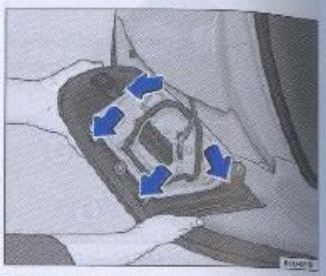

Fig. 147 Soporte de las lámparas en el conjunto linternas traseras
– Presione las trabas ⇒ fig. 147 -flechas- y remueva el soporte de las lámparas.